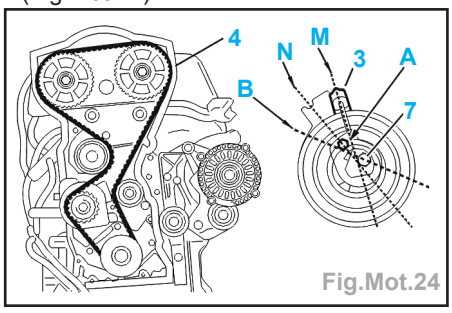

Fig.Mot.24
- le carter de distribution supérieur (2).
- Desserrer la vis (7) du galet tendeur (Fig.Mot.24).
- A l'aide de l'empreinte hexagonale (A), tourner le galet tendeur dans le sens anti-horaire jusqu'à amener l'index (3) en position (M) pour tendre la courroie au maximum (Fig.Mot.24).
- Agir sur la vis (7) pour desserrer le galet tendeur.
- A l'aide de l'empreinte hexagonale (A), faire tourner le galet dans le sens anti-horaire jusqu'à amener l'index (3) en position (N) (Position nominale).